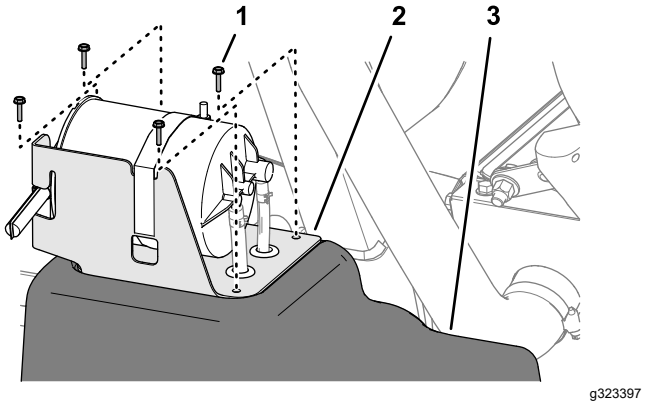

Figura 83
2. No depósito de combustível, retire os 4 parafusos (n.º 10 x ¾ pol.) que fixam o suporte do recipiente de carbono à parte superior do depósito de combustível (Figura 83).